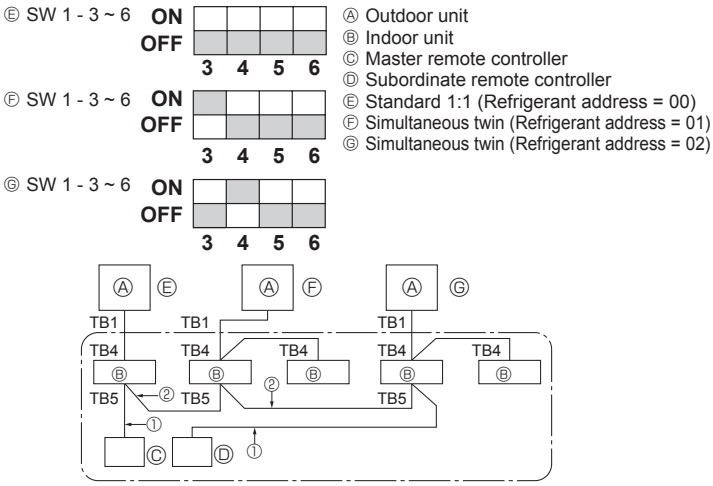

Fig. 9-1
9. System control (Fig. 9-1)
9. Contrôle du système (Fig. 9-1) 12